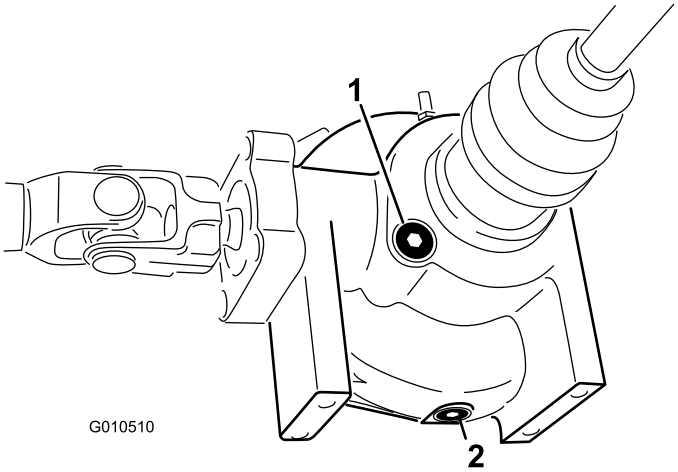

Figur 49
2. Rengør området rundt om aftapningsproppen på siden af differentialet (Figur 49). Anbring en dræningsbakke under aftapningsproppen.